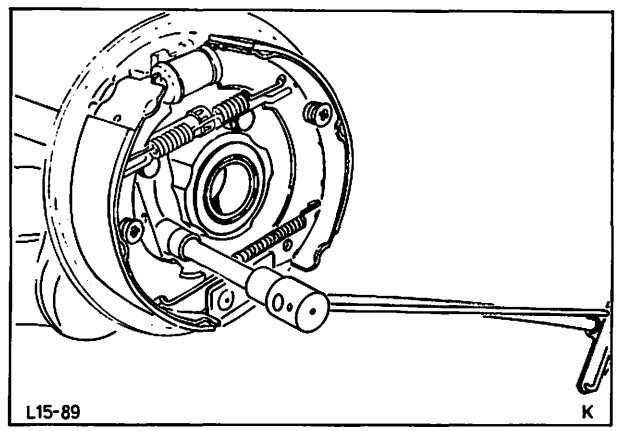

Abb. 138 Schrauben – Radnabe mit vorgeschriebenem Drehmoment festziehen
6. Radnabe und Bremsträger einsetzen und zu den Bohrungen des Schräglenkers ausrichten. Schrauben eindrehen und mit vorgeschriebenem Drehmoment festziehen, Abb. 138.